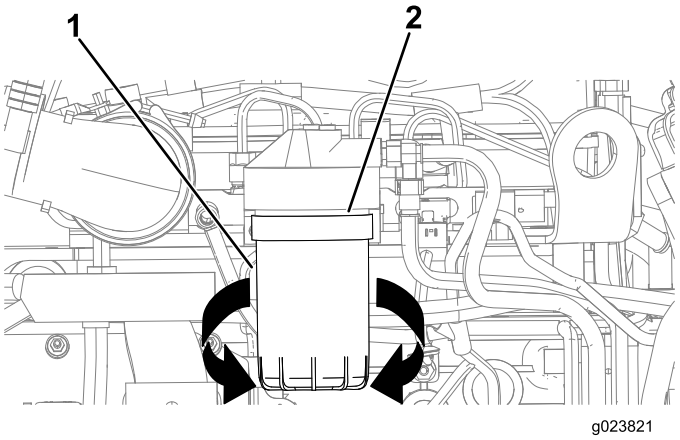

Rysunek 96
3. Umieścić miskę spustową lub kilka szmatek pod dodatkowym filtrem paliwa i jego obsadką (Rysunek 96).
4. Obracać filtr paliwa w lewo i zdemontować filtr paliwa (Rysunek 96).
7. Przyłożyć nowy filtr paliwa do obsadki i obracać nim w prawo, aż uszczelka filtra paliwa zetknie się z obsadką filtra (Rysunek 96).
8. Dokręcić ręcznie filtr paliwa do oporu, a następnie dokręcić jeszcze o 1/2 obrotu (Rysunek 96).